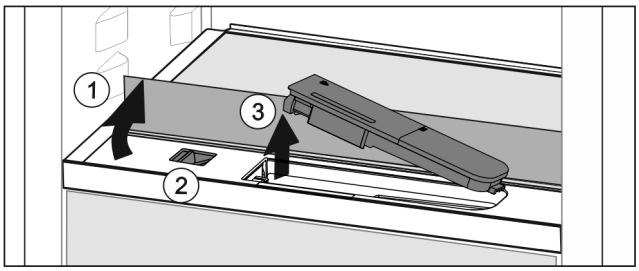

Fig. 42
▶ Lift the glass panel and fold towards the rear until it clicks into place *Fig. 42 (1)*.
▶ Slide the slider *Fig. 42 (2)* to the left.
▶ Remove the water tank *Fig. 42 (3)*.